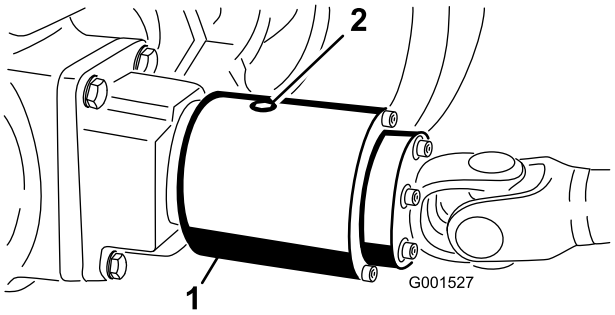

**Figur 65**
2. Vrid kopplingen (Figur 65) så att kontrollpluggen placeras i läget klockan 4.